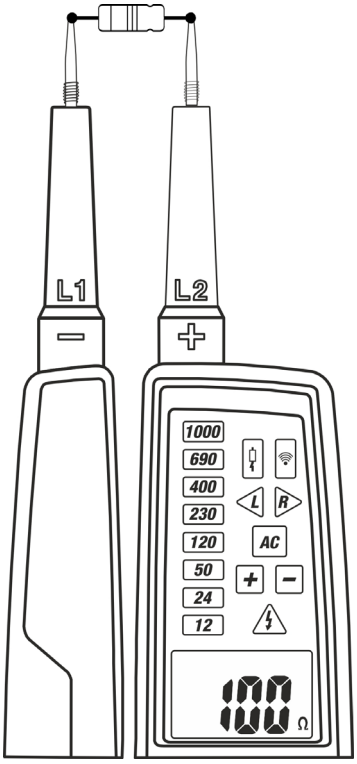

Fig. 10 : Mesure Résistance
3. Connecter les embouts **L1** et l'embout **L2** à l'objet à tester (voir Fig. 10). La valeur de la résistance sera affichée à l'écran